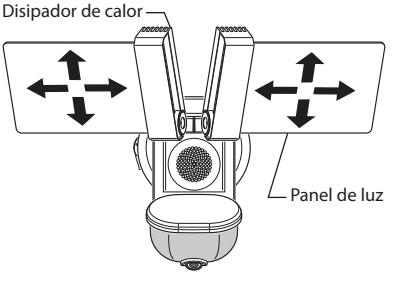

Figura 10
9. Si es necesario, sujete con suavidad la parte superior e inferior de los paneles de luz e inclínelos hacia arriba o hacia abajo o de lado a lado para regular el área de cobertura de la luz (vea la Figura 10).